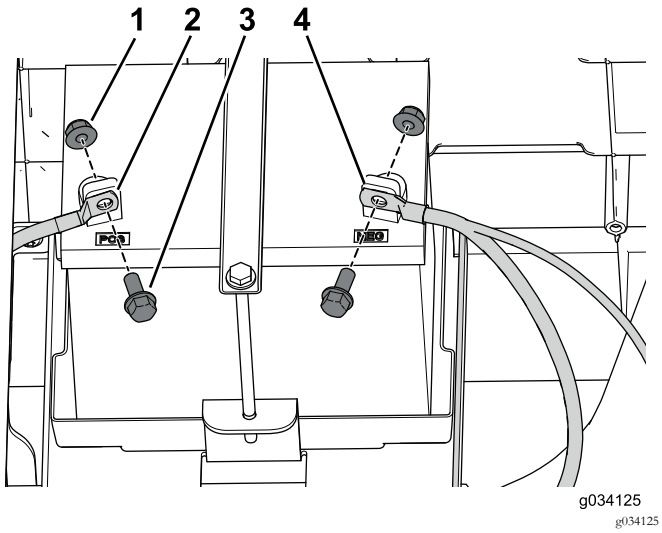

Figura 48
1. Utilice el perno y la tuerca para sujetar el cable positivo (+) al borne de la batería (Figura 48).
2. Utilice el perno y la tuerca para sujetar el cable negativo (-) al borne de la batería (Figura 48).